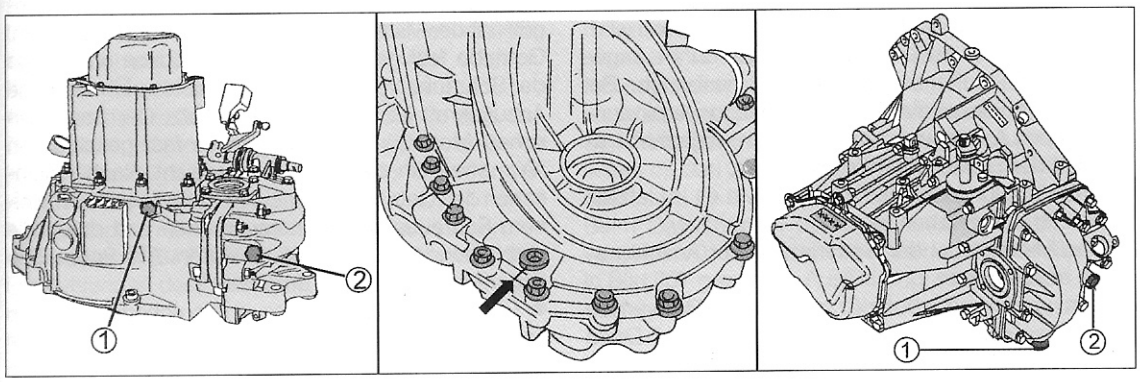
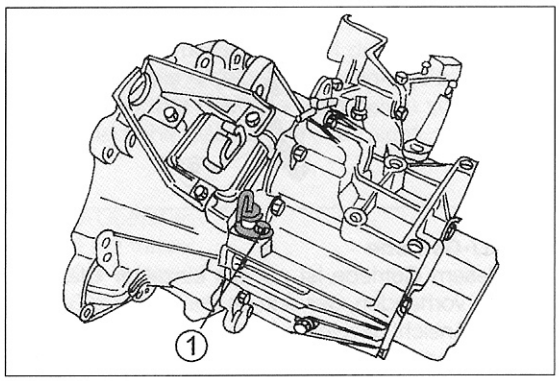

Bild 203
Bild 207
- Beim „ME5TU"-Getriebe sind zwei Ölablassstopfen in das Getriebe eingesetzt, einer im eigentlichen Getriebe und ein zweiter im Achsantrieb (Differentialgehäuse). Die beiden Stopfen sind (bei ausgebautem Getriebe) in Bild 203 auf der linken Seite gezeigt. Der Stopfen (1) ist in das Getriebe eingeschraubt, der Stopfen (2) in den Achsantrieb.
- Beim „MG5TU"-Getriebe ist nur ein einzelner Ablassstopfen in die Unterseite des Getriebes eingesetzt, dessen Lage man der mittleren Ansicht von Bild 203 entnehmen kann.
● Beim „ML5TU"-Getriebe ist ein Ölablassstopfen in das Getriebe eingesetzt, welcher auf der rechten Seite von Bild 203 gezeigt ist. Der Stopfen (1) ist in die Unterseite des Getriebes eingeschraubt, der Stopfen (2) dient zur Kontrolle des Ölstands und zum Nachfüllen des Öls.
Bei diesem Getriebe ist je ein Ölablassstopfen in das eigentliche Getriebegehäuse und in das Antriebsgehäuse eingesetzt. Beide Stopfen sitzen ziemlich nahe beieinander an der Unterseite des Getriebes an den in Bild 203 (linke Ansicht) gezeigten Stellen.
Bei diesem Getriebe ist nur ein einzelner Ölablassstopfen vorhanden, der an der in Bild 203 in der mittleren Ansicht gezeigten Stelle an der Unterseite unterhalb des Ausgangs der Antriebswelle sitzt. Ein Stopfen wird zur Kontrolle des Ölstands und zum Einfüllen des Öls benutzt, jedoch wurde das Getriebe seit Baubeginn geändert, wobei auch die Einfüllbohrung betroffen wurde. Bei der anfänglichen Ausführung sitzt an der in Bild 207 gezeigten Stelle ein Ölmessstab, welcher mit einer Schraube befestigt ist. Zur Kontrolle abschrauben und herausziehen. Den Ölstand am Messstab ablesen. Später wurde ein Stopfen mit einem Vierkantloch unterhalb des Antriebswellenausgangs in das Getriebe eingesetzt. Zur Kontrolle des Ölstands diesen herausdrehen und kontrollieren, ob das Öl bis zur Unterkante der Einfüllöffnung steht.
Beim Ölwechsel in der oben beschriebenen Weise vorgehen. Das Öl entweder mit einem Trichter (bei der in Bild 207 gezeigten Ausführung) einfüllen oder einer mit dem Getriebeöl gefüllten Fettpresse durch die Seite des Getriebes einfüllen. Das Fassungsvermögen dieses Getriebes beträgt 2,75 Liter.
Bei diesem Getriebe ist nur ein einzelner Ölablassstopfen vorhanden, der sich an der in Bild 203 in der rechten Ansicht gezeigten Stelle befindet. Ein Stopfen wird zur Kontrolle des Ölstands und zum Einfüllen des Öls benutzt.